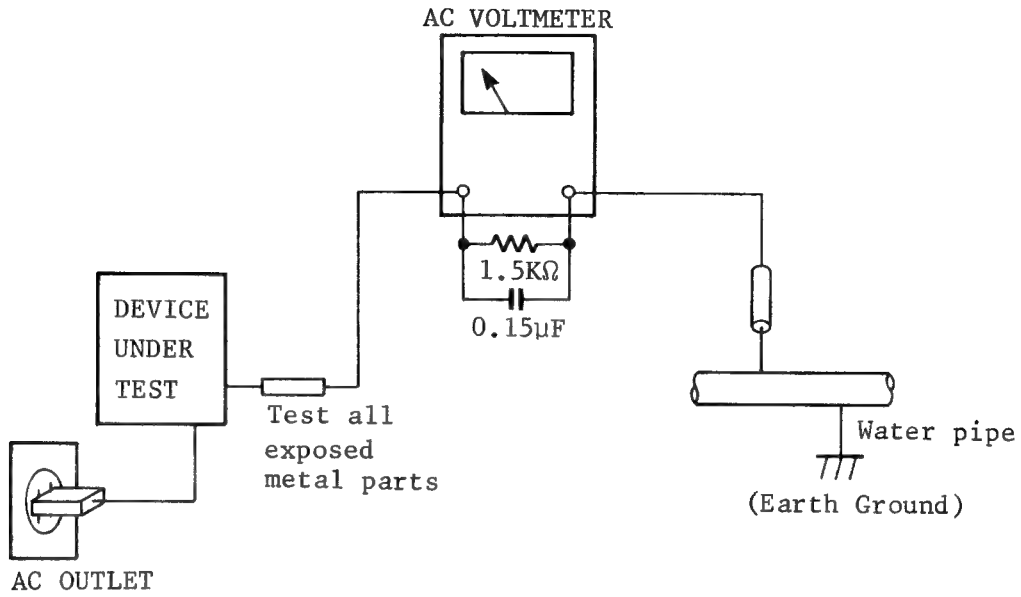

Figure 1. Leakage Current Hot Check
2. Connect a 1.5KΩ 10 watt resistor, paralleled by 0.15μF capacitor, between each exposed metallic part on the unit and a good earth ground such as a water pipe, as shown in figure 1.